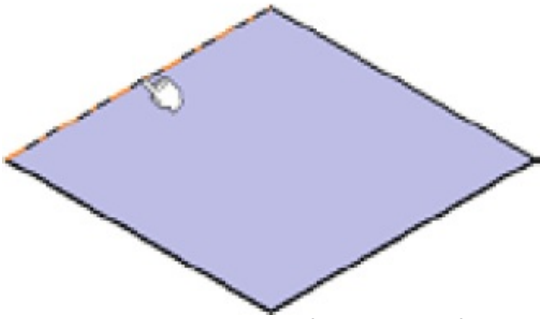

Figure 15-160 *Edge selected for creating the flange*
c. Create the flanges on the four edges of the base wall, refer to Figures 15-160 through 15-162.
1. Select the edge on which the flange has to be created, as shown in Figure 15-160.